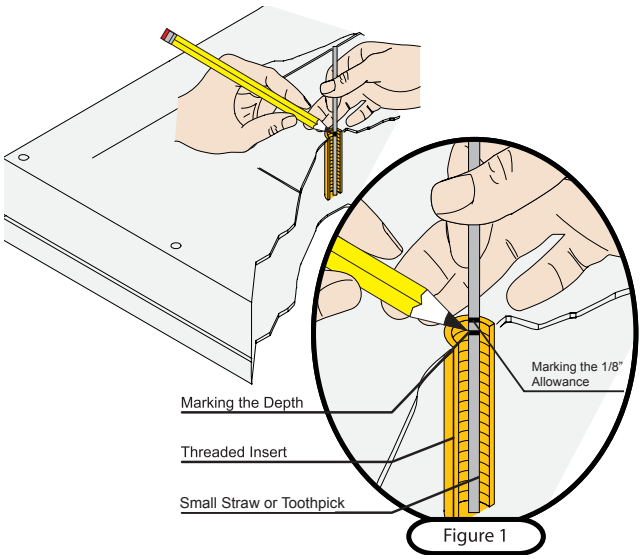

Figure 1
3) Mark the straw or toothpick 1/8" above the depth of the threaded insert, as shown in Figure 1.